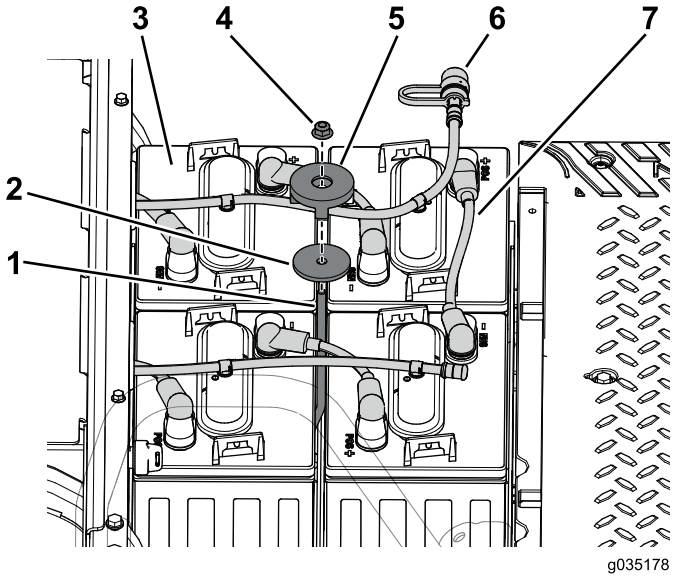

Figure 56
1. Remove the flange nut, battery hold down, and washer securing the batteries to the battery tray (Figure 56).
2. Disconnect the watering hose from the batteries in the front battery tray (Figure 56).